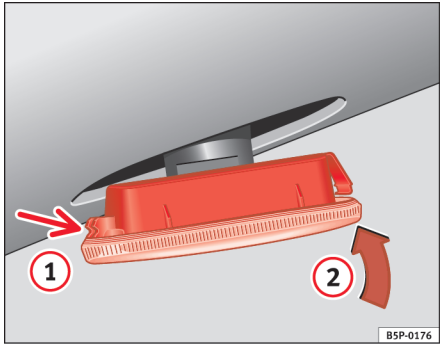

Fig. 169 Blinklygte i siden
– Sæt først blinklygten i monteringsstedet i karrosseriet. Den skal gå rigtigt i hak ⇒ fig. 169, pil (1).
– Sæt blinklygten i i pilens retning (2) ⇒ fig. 169. ■